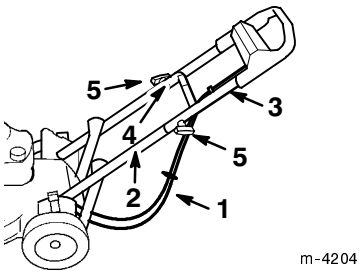

**Figure 4**
5. Slide the upper handle section ends over the lower handle section so that the sections nest together (Fig. 4)
6. Ensure that the cables are routed below and behind the lower handle section as illustrated in Figure 4.
7. Secure the upper handle section to the lower handle section using two contoured handle bolts and two knobs (Fig. 4).